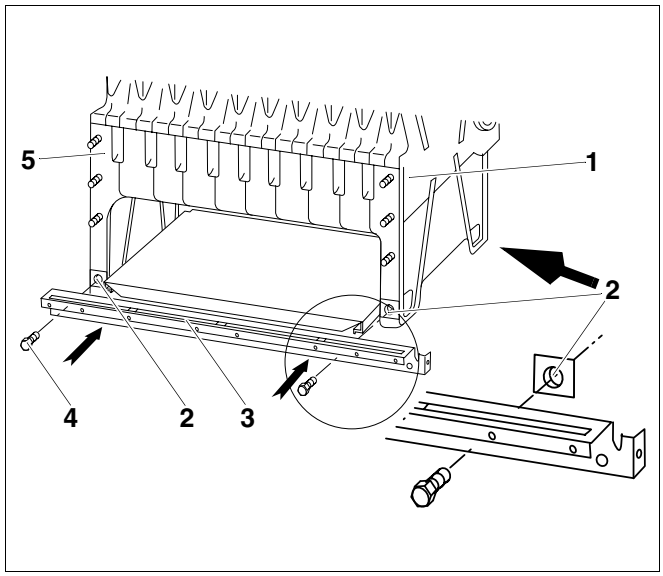

Рис. 40 Установка продольной планки
Стрелка на рис. 40 указывает на переднюю сторону котлового блока.
Продольная планка должна быть смонтирована так, чтобы конец с отбортовкой находился у передней стенки отопительного котла. Продольная планка выступает с передней стороны котла (со стороны подключения воды) больше, чем с задней (см. рис. 40).
- Установить закладные гайки M8 (рис. 40, **поз. 2**) на опоры конечных секций котла (рис. 40, **поз. 1** и рис. 40, **поз. 5**).
- Закрепить, не затягивая, болтами M8 x 35 (рис. 40, **поз. 4**) продольную планку (рис. 40, **поз. 3**) на конечных элементах (рис. 40, **поз. 1** и рис. 40, **поз. 5**).